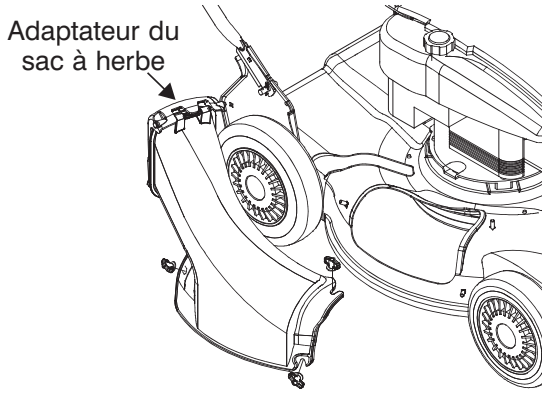

Figure 11
2. Installez l'adaptateur du sac (voir la Figure 11) et attachez-le avec les écrous à oreilles. Vérifiez que le bord intérieur glisse sous le rebord du plateau de coupe.